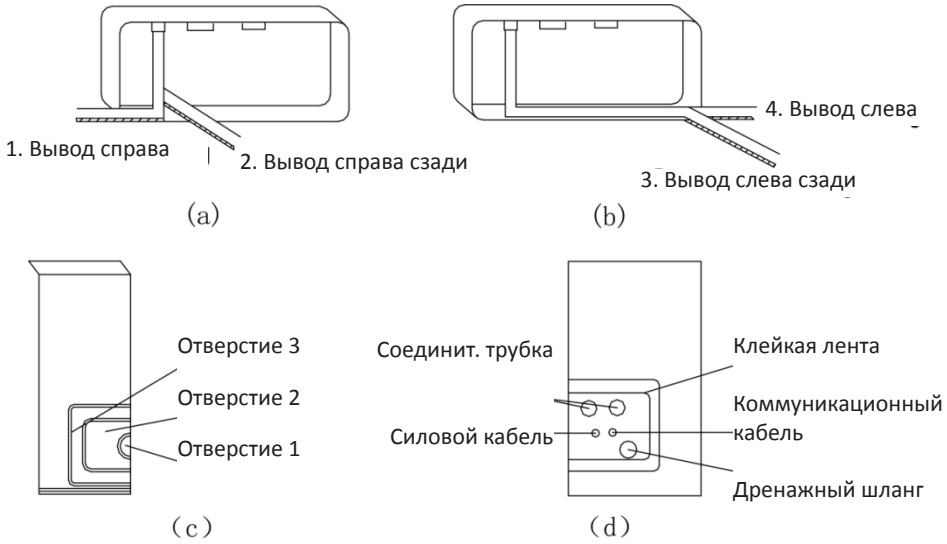

Рис. 5.6
(1) При выводе трубных линий и кабелей с левой или правой стороне внутреннего блока излишки трубок необходимо срезать. (см. рис. 5.6)
(2) Трубки и кабели следует пропускать через отверстие в стене только после того, как они будут объединены в один жгут (см. рис. 5.6 d)).
(3) Навесив внутренний блок на зацепы, следует подвигать его рукой и убедиться, что он надежно закреплен.
(4) Высота монтажа внутреннего блока должна составлять 4 м от уровня пола.